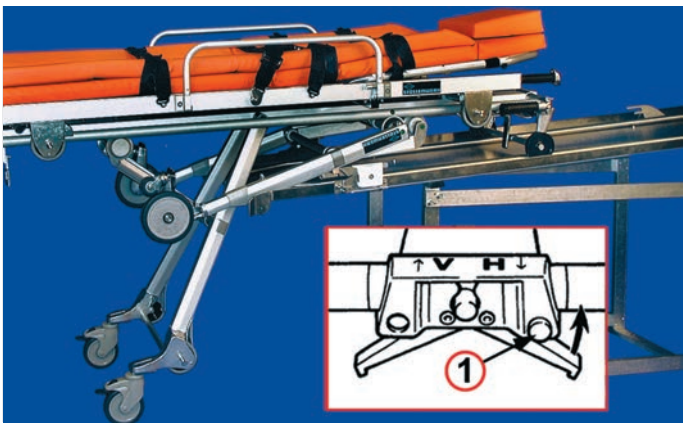

Bild 38
- Hinteres Standbein ausschwenken (Bild 38)
Bei Inkubator-Fahrgestellen Art.-Nr. 4002-1 und 4003-1 zum Ziehen des Bedienungshebels „H“ den Sicherungsknopf (Bild 38/1) drücken.